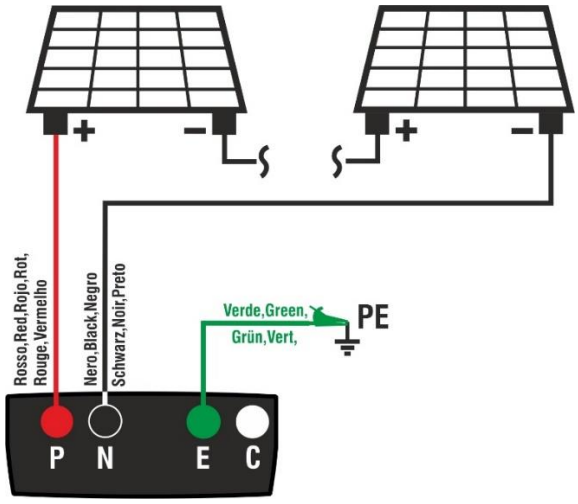

Fig. 7: Ligação do instrumento para medição do isolamento em modo DUAL
6. Ligar o instrumento ao string FV em teste, como mostra a Fig. 7. **O teste também pode ser efetuado com vários string em paralelo. Note-se que os eventuais para-raios ligados às strings da string devem também ser desligados e que é aconselhável efetuar a medição a montante de eventuais díodos de bloqueio**